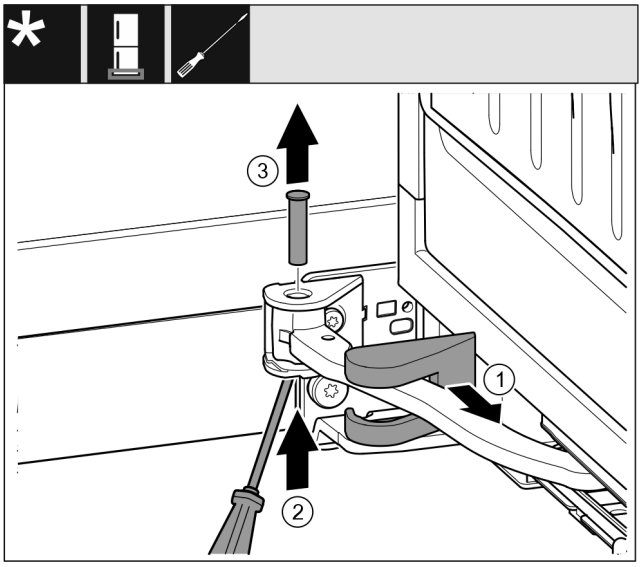

Fig. 19
▶ Desprindeți capacul suportului de lagăr *Fig. 19 (1)* și deplasați-l de-a lungul articulației.
▶ Ridicați de jos bolțul *Fig. 19 (2)* cu șurubelnița.
▶ Extrageți de sus bolțul *Fig. 19 (3)*.